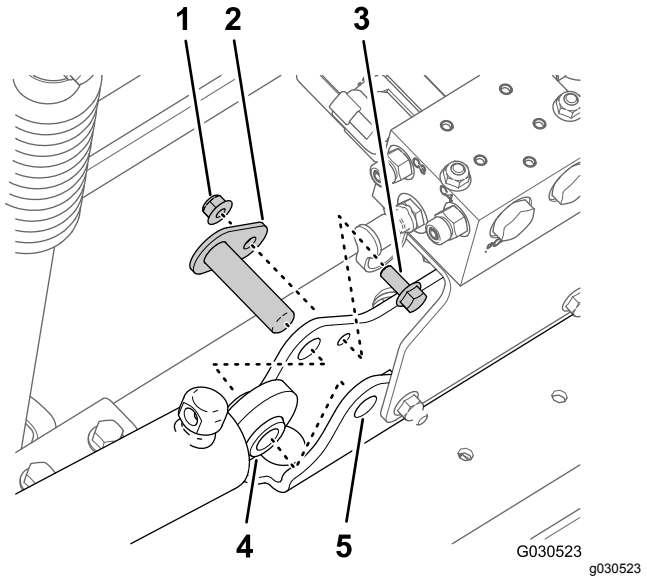

Figur 73
4. Afmonter flangelåsemøtrikken (5/16 tomme) og flangehovedbolten (5/16 x 3/4 tomme), der fastgør drejetappen til cylinderbeslaget (Figur 73).
5. Afmonter drejetappen og løftecylinderen fra maskinen (Figur 73).